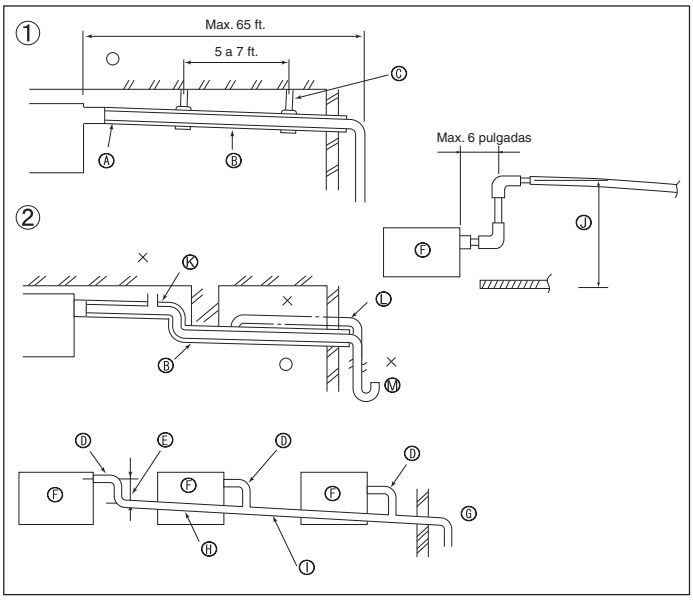

Fig. 5-1
5.1. Tubería de drenaje (Fig. 5-1)
① Tubería correcta
② Tubería incorrecta